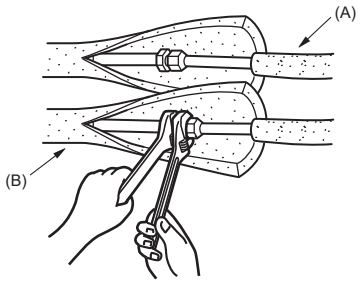

Abb. 4-4
4.4. Rohrleitungen für Kältemittel (Abb. 4-4)